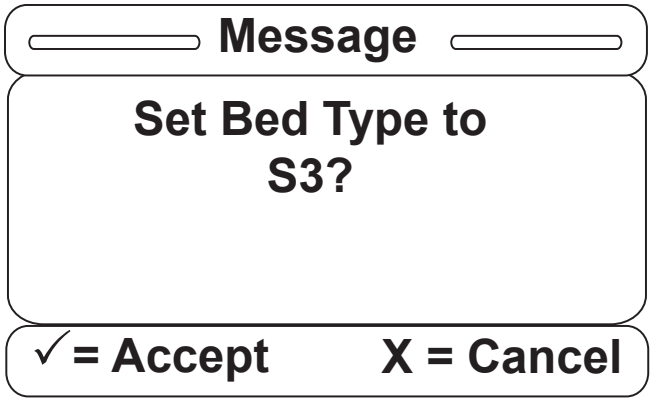

Figure S-3
3. Once a bed type has been selected from the list above, a confirmation screen such as that in Figure S-3 will be displayed, asking the user a question. (**The confirmation screen text will vary based on the item selected.** Figure S-3 indicates that the user chose the bed type S3.) Hit “Enter” on the footboard panel to confirm the bed type; hit “Exit” to cancel the operation.